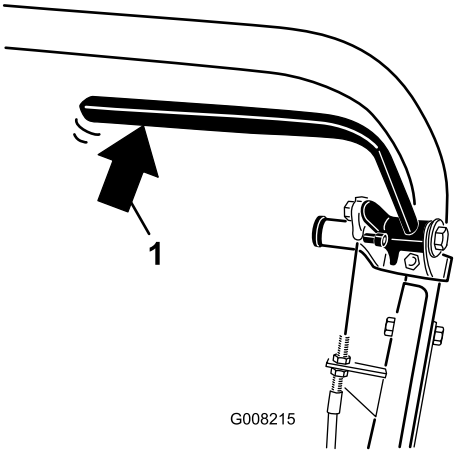

Rysunek 32
2. Używając wagi sprężynowej, naciśnij wstecz dźwignię hamulca roboczego (Rysunek 32). Zwolnienie hamulca postojowego powinno nastąpić wówczas, gdy osiągnięta zostanie siła pomiędzy 13,5 a 18 kg. Jeżeli zwolnienie hamulca postojowego następuje przed przyłożeniem siły o wartości pomiędzy 13,5 a 18 kg, należy wyregulować linkę hamulca. Przejdź do kroku 3.